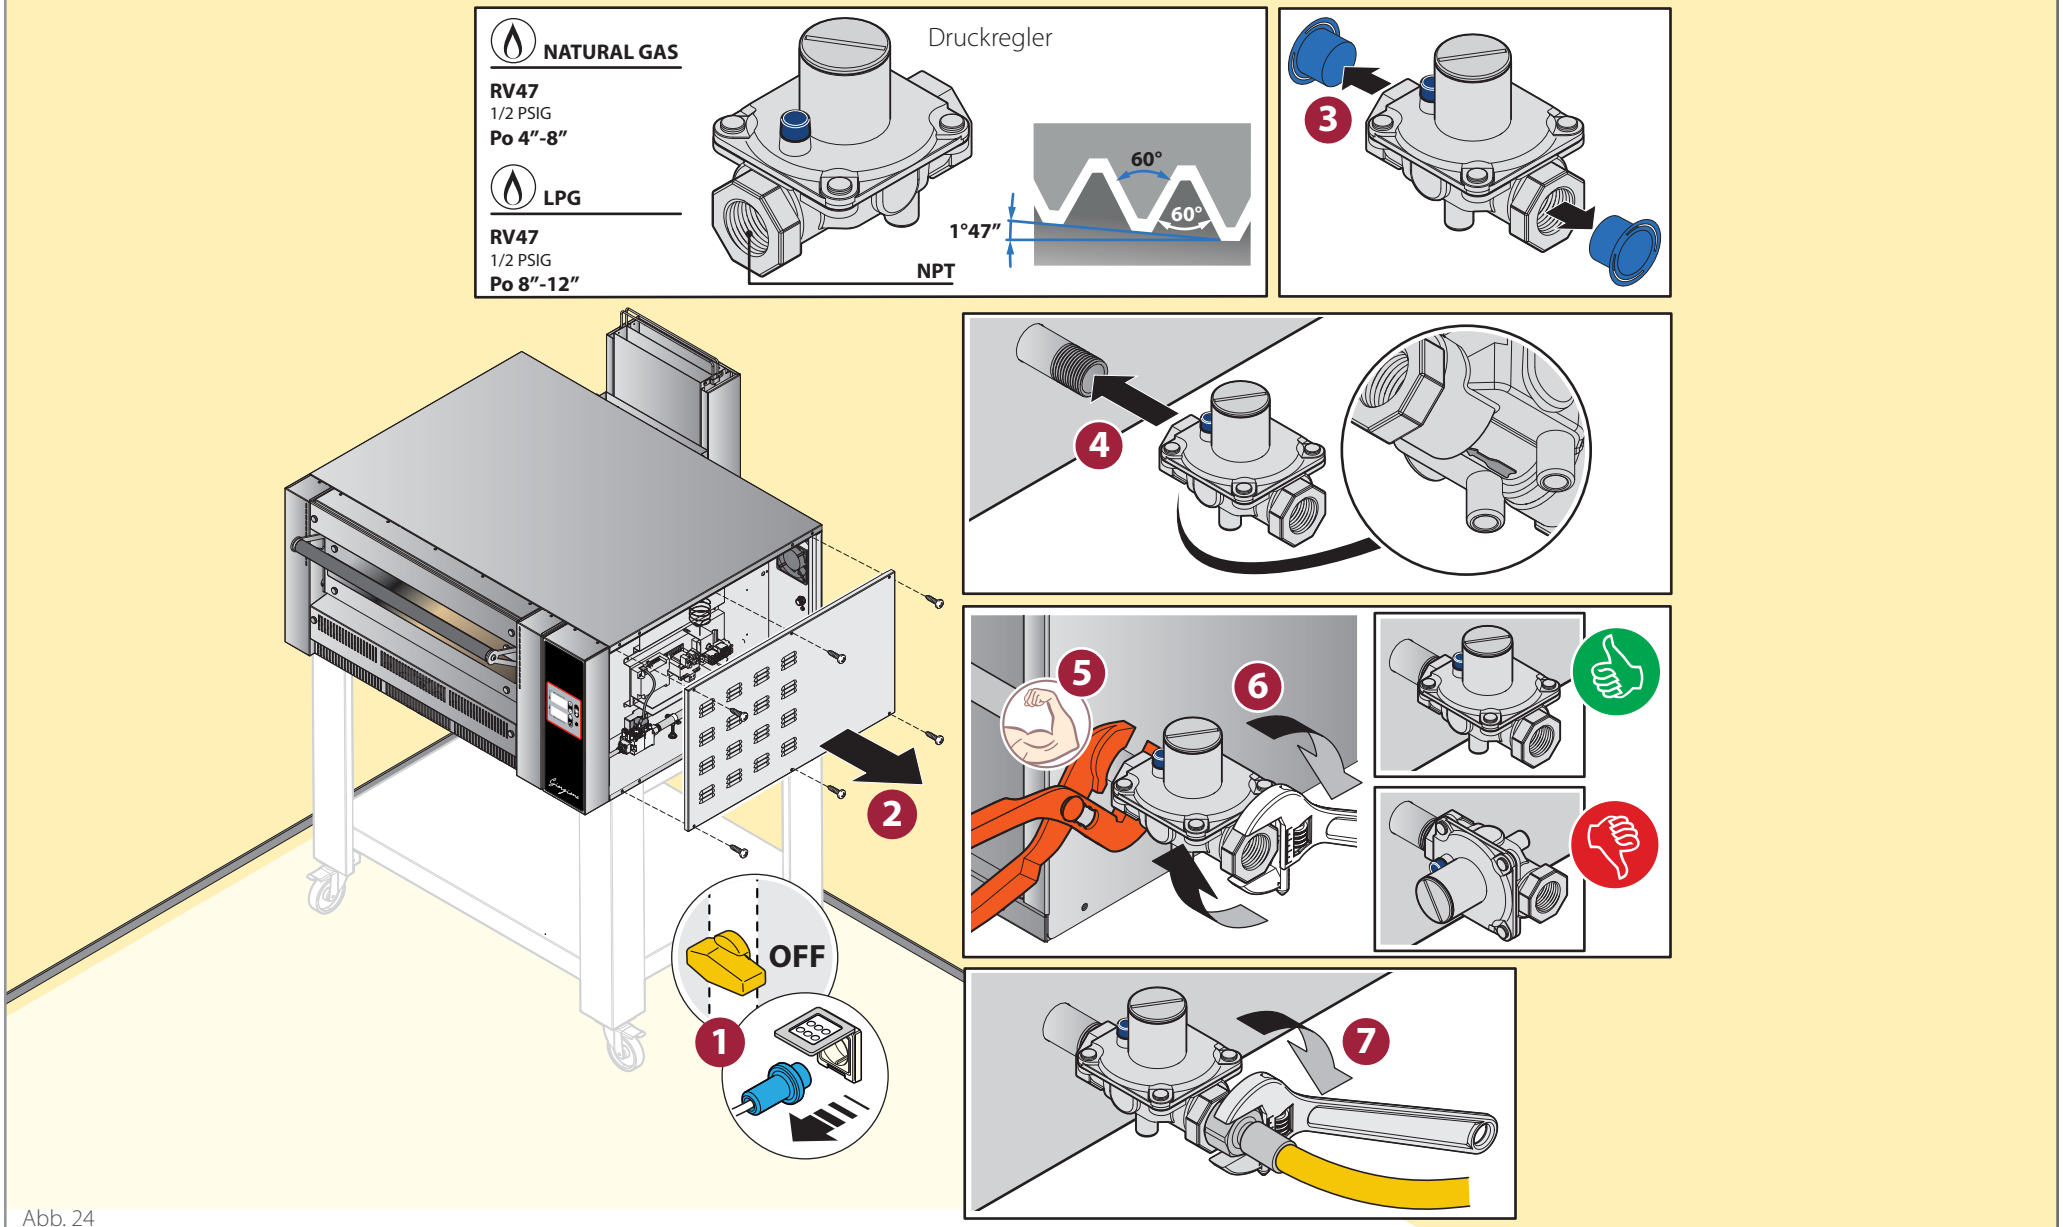

Abb. 24
- ▶ **Abb. 24** (Versionen UL/CSA) einem **NGO-Schlauch** - nationales amerikanisches zylindrisches Gewinde für Gasauslässe bzw. einem **NGS-Schlauch** - nationales amerikanisches zylindrisches Gewinde für Gas. Zwischen Ofen und Gerät muss stets ein **Druckregler** installiert werden (nicht mitgeliefert - vergewissern Sie sich, dass er den im Verwendungsland geltenden Bestimmungen entspricht). Nach der Installation ist der Druckregler gemäß den Anweisungen in ▶ einzustellen **Abb. 26**